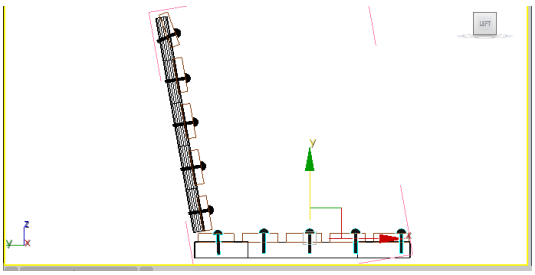

Figure 2-96 *Alignment of right side seat rivets in the Left viewport*
12. Choose the **Select and Move** tool and align all rivets of *right side seat rivets* group with *horizontal seat support*, as shown in Figure 2-96.